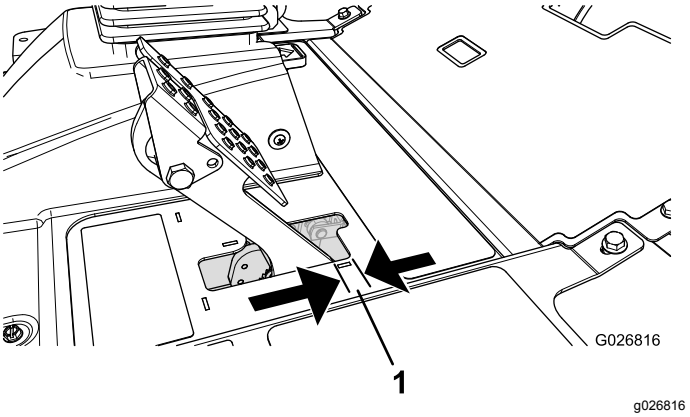

Figur 68
Juster bremsene når det er mer enn 2,5 cm frigang (Figur 68) på bremsepedalen, eller når det kreves mer bremsekraft. Frigang er den avstanden bremsepedalen kan beveges før du merker bremsemotstand.
2. Trekk til den bakre mutteren for å flytte kabelen bakover til bremsepedalene har en frigang på 6,3 til 12,7 mm (Figur 68) før hjulet låses.